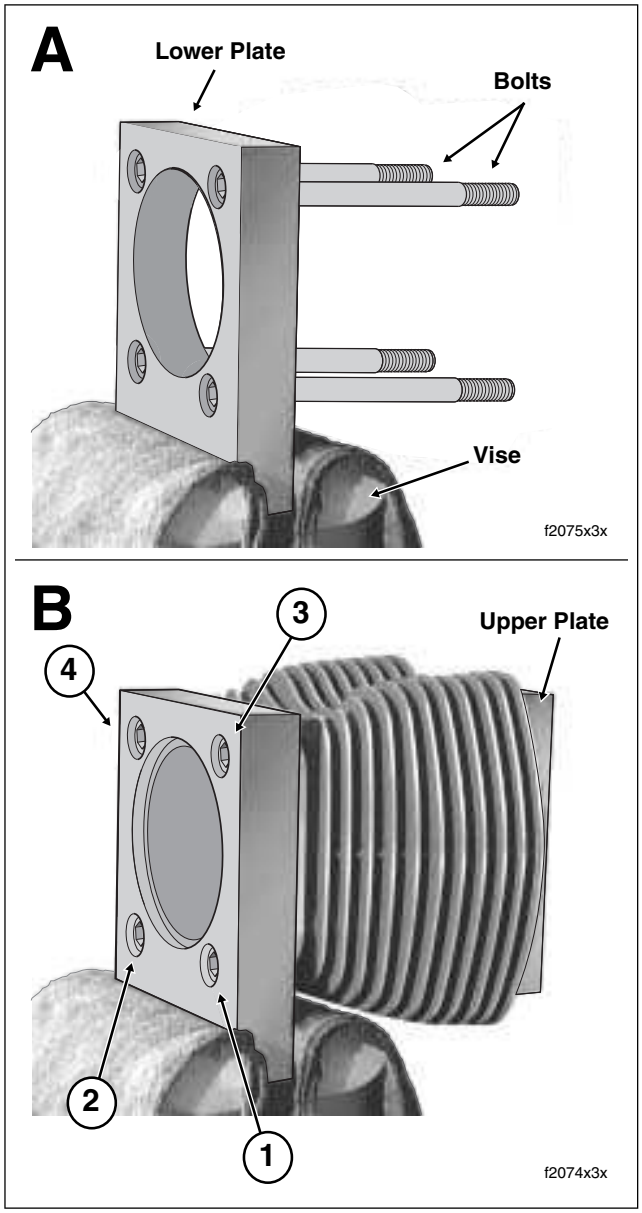

Figure 3-84. Install Cylinder to Torque Plates
d. Lightly oil threads and shoulders of four bolts with clean H-D 20W50 engine oil. Slide bolts all the way through holes of lower plate. See A of Figure 3-84.
g. Tighten the bolts to 120-144 **in-lbs** (13.6-16.3 Nm) in the sequence shown in B of Figure 3-84.
i. Using a grease pencil, mark a straight line on one of the bolts continuing the line over onto the lower plate. Repeat step for remaining three bolts. Using the marks as a guide, turn each bolt 1/4 turn or 90 degrees. Be sure to tighten the bolts in the sequence shown in B of Figure 3-84.